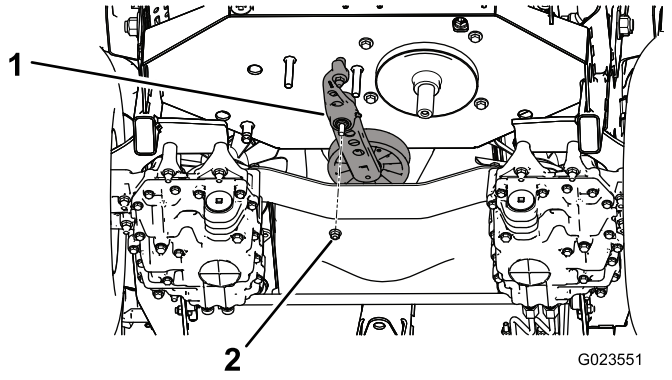

Figur 58
5. Lossa muttern som fäster spännmonteringen vid ramen (Figur 58).